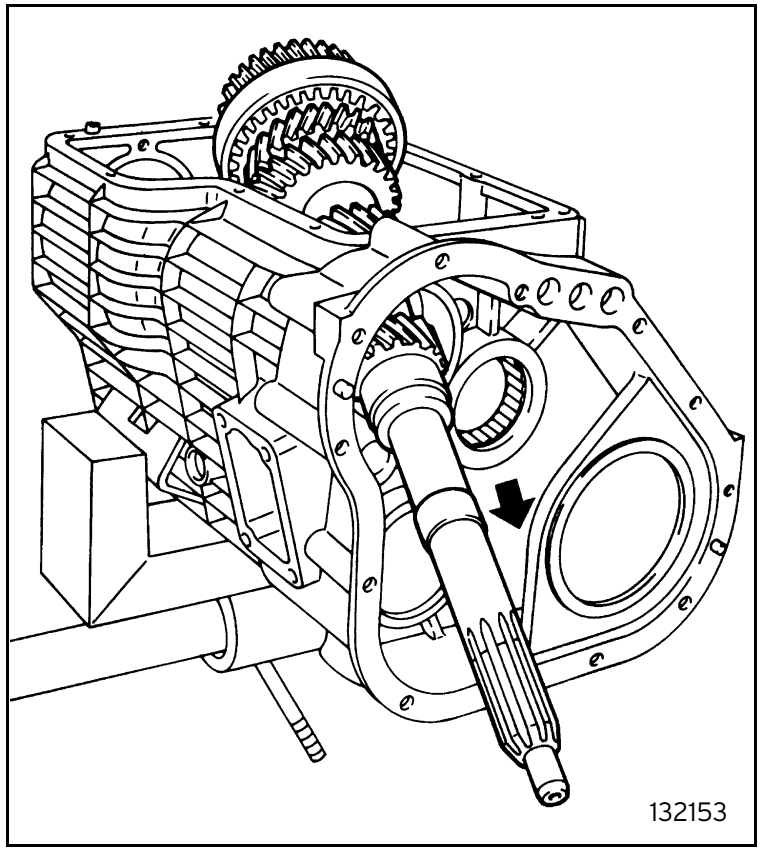

Fig. 54
- from above, insert the previously assembled main shaft into the gear housing (figure 54);